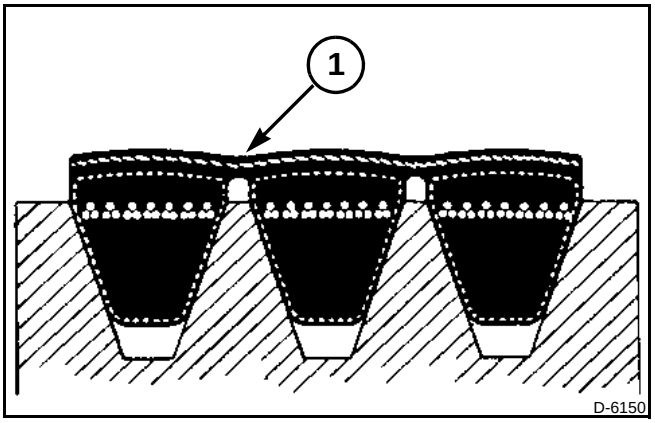

FIG. 96
FIG. 96: A banded drive belt is made of two or more V-belts (of a standard cross section size) banded together at the top with a tie band (1). The seperate V-belts and the tie band are vulcanized together to form a multiple strand banded belt.